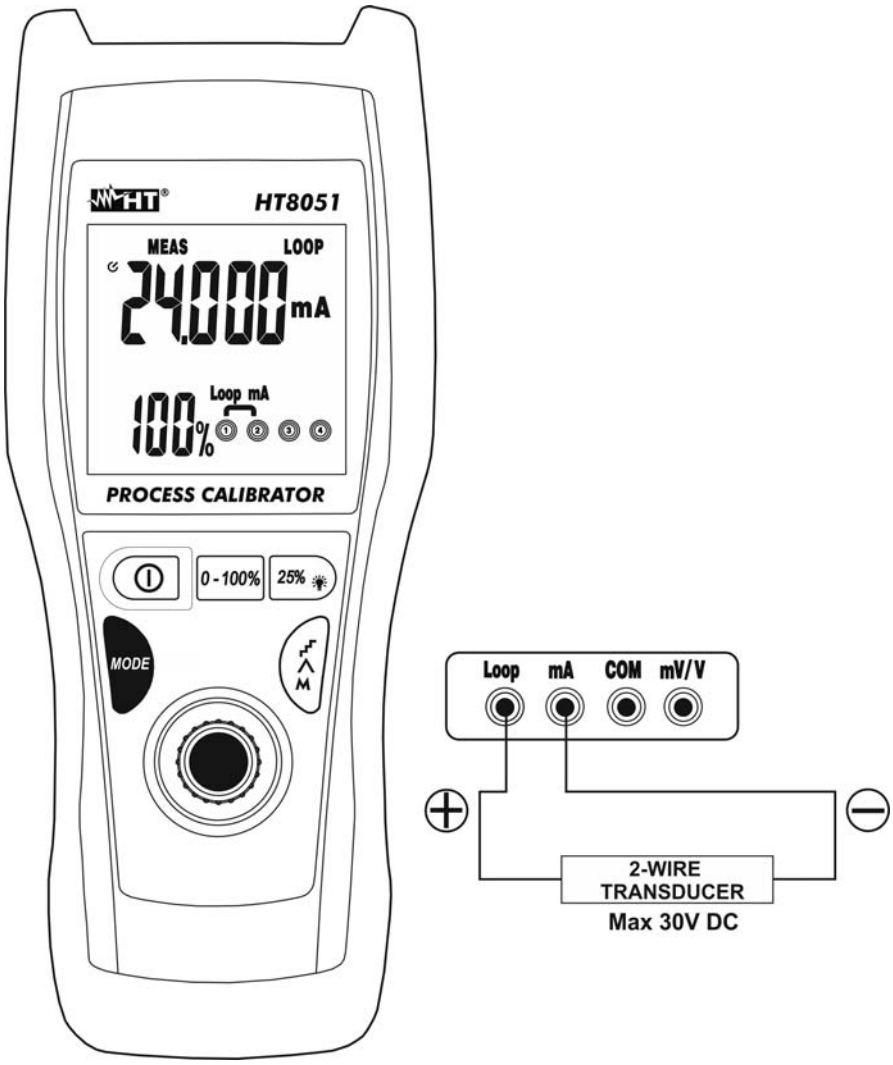

Fig. 7: Misura di corrente DC in uscita da trasduttori esterni (Loop)
4. Collegare il puntale verde ed il puntale nero al trasduttore esterno rispettando la polarità ed il verso della corrente (vedere la Fig. 7)
6. Il messaggio "**-OL-**" indica che la corrente in esame eccede il valore massimo misurabile dallo strumento. Per la generazione del valore negativo della tensione ruotare i puntali di misura in verso opposto rispetto alla connessione di Fig. 7